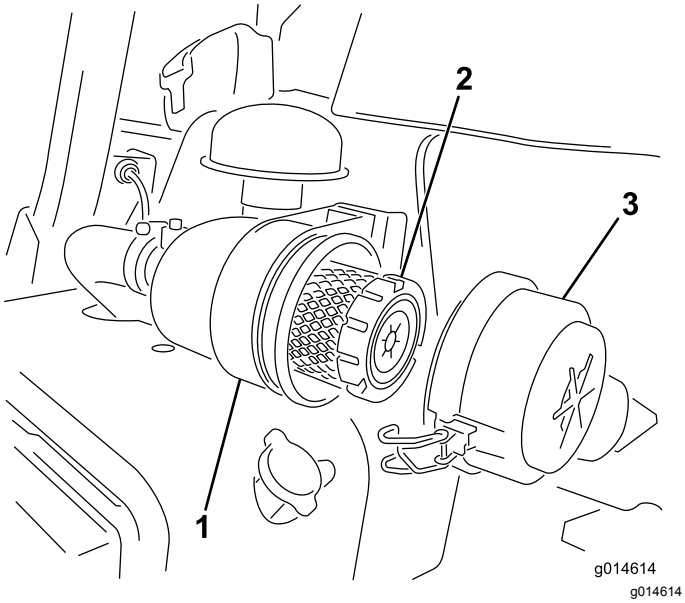

Figur 39
1. Åbn låsene, der fastgør luftfilterdækslet til luftfilterhuset (Figur 39).
7. Fastgør låsene (Figur 39).